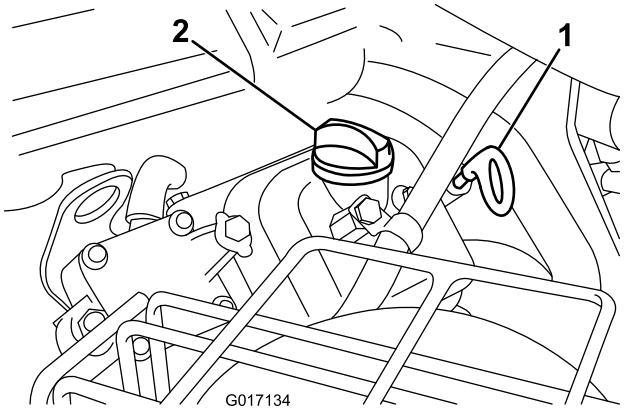

Bild 20
2. Ziehen Sie den Peilstab heraus und wischen ihn mit einem sauberen Lappen ab. Stecken Sie den Peilstab in das Rohr und stellen Sie sicher, dass er vollständig eingeführt ist (Bild 20).